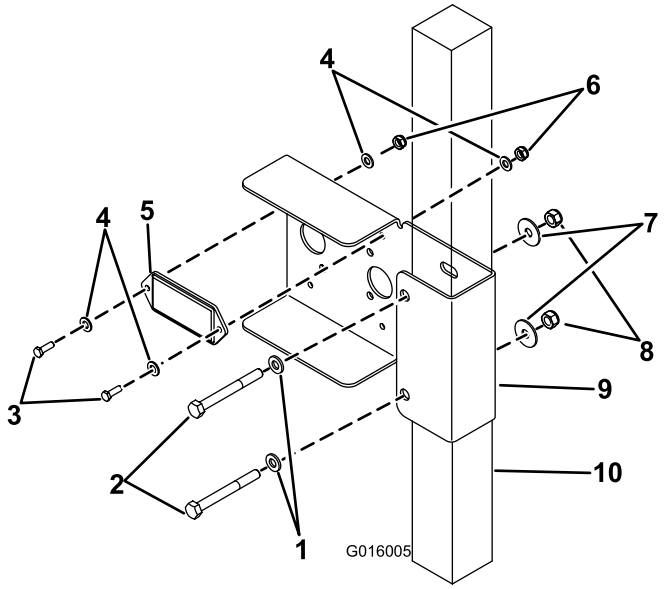

**Figura 2**
3. Alinee la parte inferior del soporte con la señal del ROPS. Sujete el soporte al ROPS con 2 pernos (M8 x 75), 2 arandelas (M8), 2 arandelas (5/16 pulgada), y 2 tuercas (M8) MQ (Figura 2).
4. Monte el reflector en el soporte con 2 pernos (M5 x 16), 4 arandelas (M5), y 2 tuercas (M5) (Figura 2).